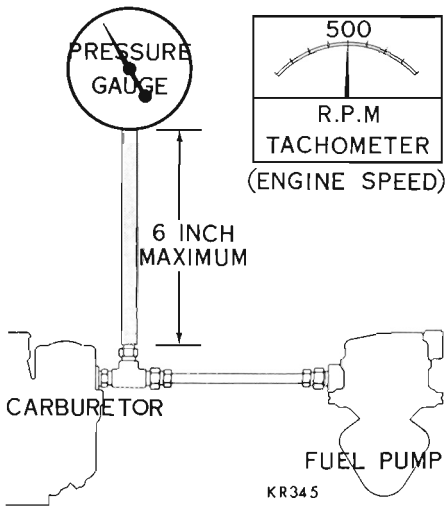

Fig. 4—Pressure Testing Fuel Pump
(1) Insert a "T" fitting in fuel line at carburetor, (Fig. 4).
(2) Connect a 6 inch piece of hose between "T" fitting and gauge C-3411. (The hose should not exceed 6 inches. A longer hose may collect fuel and the additional weight of fuel would be added to pressure of pump and result in an inaccurate reading.)
(3) Vent pump for a few seconds (this relieves air trapped in fuel chamber). If this is not done, pump will not operate at full capacity and low pressure reading will result.
(4) Connect a tachometer, then start engine and run at 500 r.p.m. The reading should be as shown in specifications (depending on pump) and remain constant or return to zero very, very slowly when engine is stopped. An instant drop to zero indicates a leaky outlet valve. If pressure is too low a weak diaphragm main spring, or improper assembly of diaphragm may be cause. If pressure is too high, main spring is too strong.